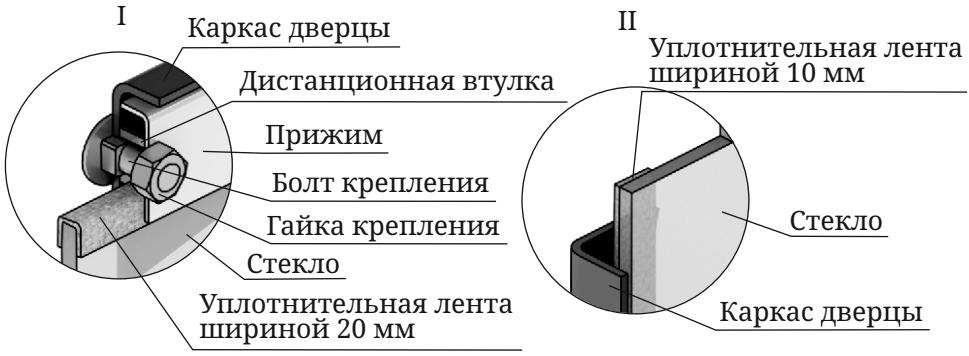

Рисунок 9. Крепление светорозрачного экрана дверцы модификации «Витра»
1. Отверните две гайки, фиксирующие прижим (рисунок 9.I), демонтируйте его и дистанционные втулки.
3. Возьмите новое стекло. Если на нем нет уплотнительных лент, наклейте их, лента шириной 20 мм наклеивается сверху и снизу стекла «П» - образно (рисунок 9.I), лента шириной 10 мм наклеивается вертикально, вдоль боковых сторон стекла (рисунок 9.II).
4. Вставьте стекло в упор, при этом лента, наклеенная с боковых сторон (вертикальная) должна быть зажата между стеклом и каркасом дверцы (рисунок 9.II).
Внимание! Гайки, крепящие прижим накручиваются на болты крепления через дистанционные втулки (рисунок 9.I).